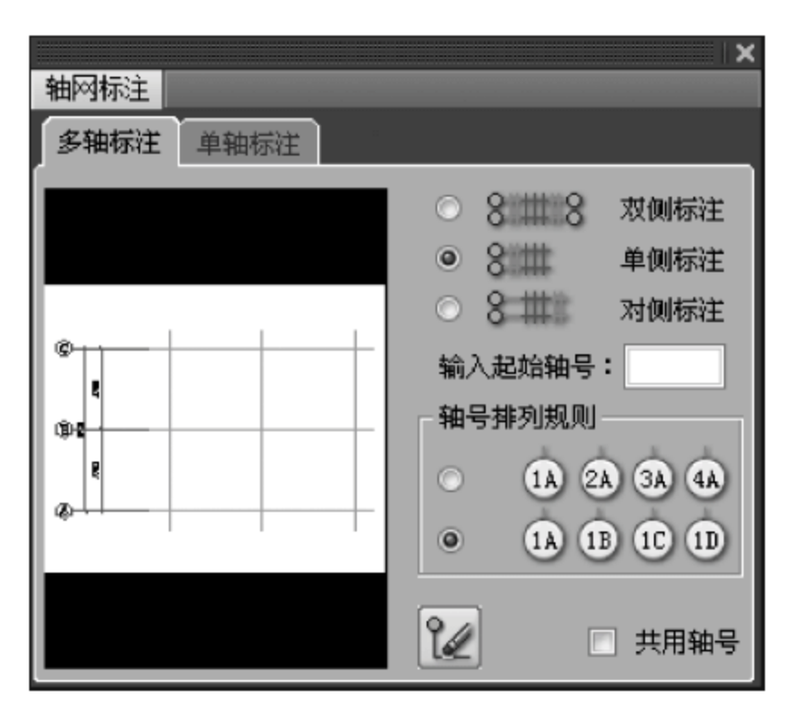

图 2-17 “轴网标注”对话框
(1) 单击菜单中“轴网柱子”→“轴网标注”命令，打开“轴网标注”对话框，如图 2-17 所示。